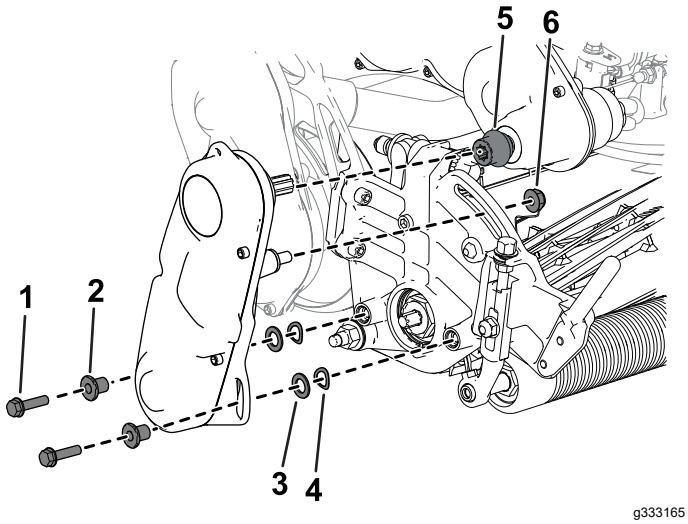

Figuur 48
3. Verwijder de messenkooiaandrijving van de maai-eenheid (Figuur 48) en bewaar het bevestigingsmateriaal.